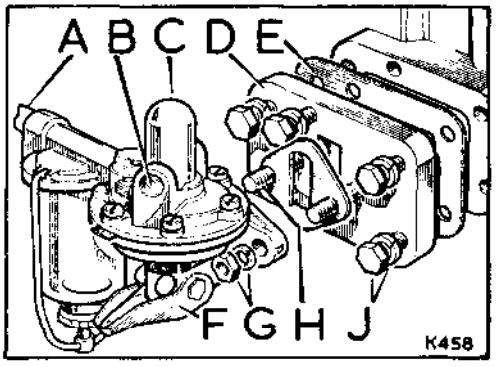

**Fig. A1-49. View of rear side cover**
2. Refit the rear side cover and fuel pump and connect the fuel pipes. Prime the fuel system by operating the hand prime lever until no resistance is felt. See Fig. A1-49 for location of hand prime lever.